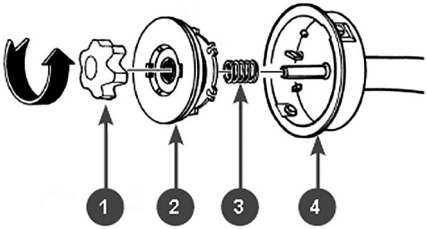

Рис. 10. Снятие триммерной головки
3. Снимите триммерную головку. Удерживая одной рукой корпус 4 триммерной головки, другой рукой открутите винт 1 крепления триммерной головки против часовой стрелки и извлеките из корпуса 4 катушку 2 триммерной головки и пружину 3 (Рис. 10). Снимите корпус 4 с выходного вала штанги. Удалите остатки корда с корпуса и очистите его и детали триммерной головки от грязи и травы.